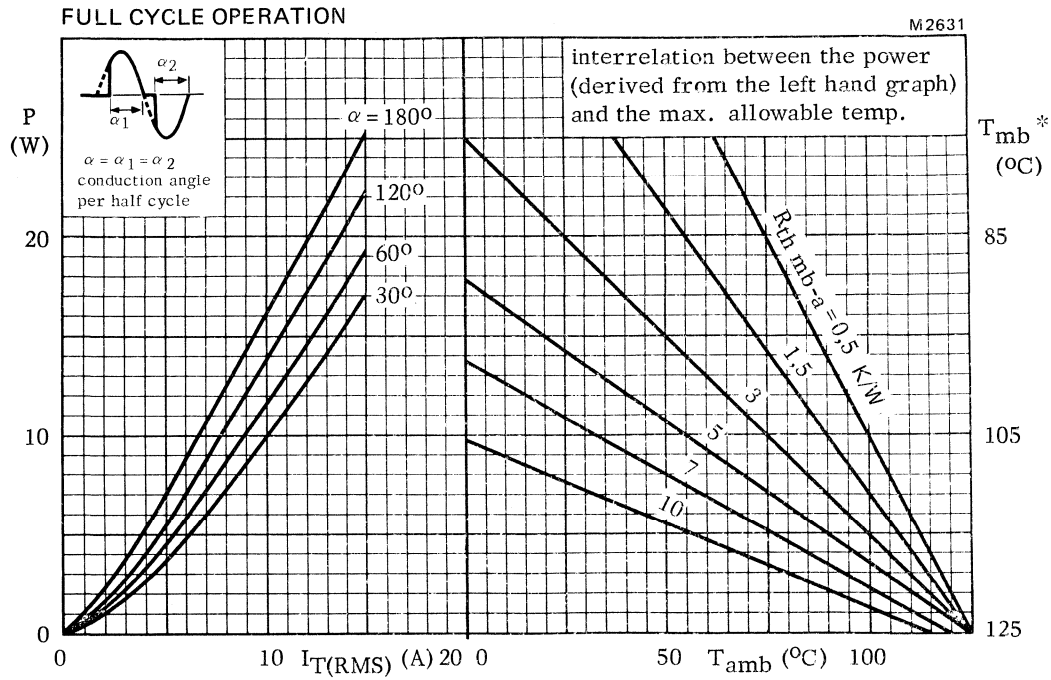

Fig.2 * T_{mb}-scale is for comparison purposes only and is correct only for $R_{th\ mb\text{-}a} \leq 4$ K/W.
* To ensure thermal stability: $R_{th\ j\text{-}a}$ < 6 K/W (full-cycle or half-cycle operation). For smalller heat-sinks T_j should be derated (see Fig.2).